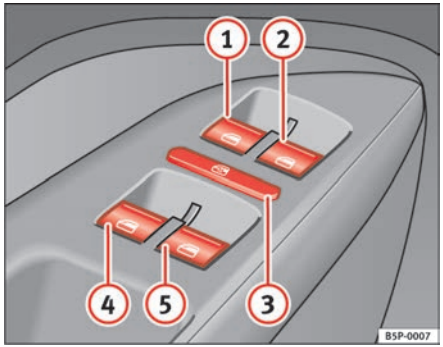

Fig. 69 Detail of driver door: controls for the front and rear windows
The buttons ⇒ page 106, fig. 69 (1) and (2) have two levels for opening the window and two for closing it. This makes it easier to open or close windows to the desired position.